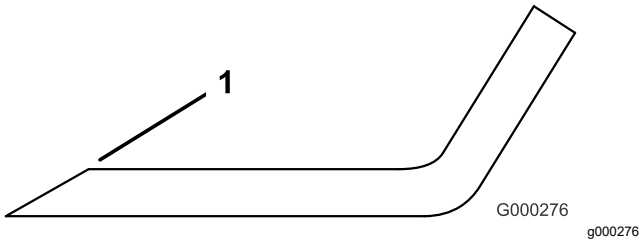

Figuur 143
4. Als de snijranden niet scherp zijn of bramen vertonen, moeten ze worden geslepen (Figuur 143).